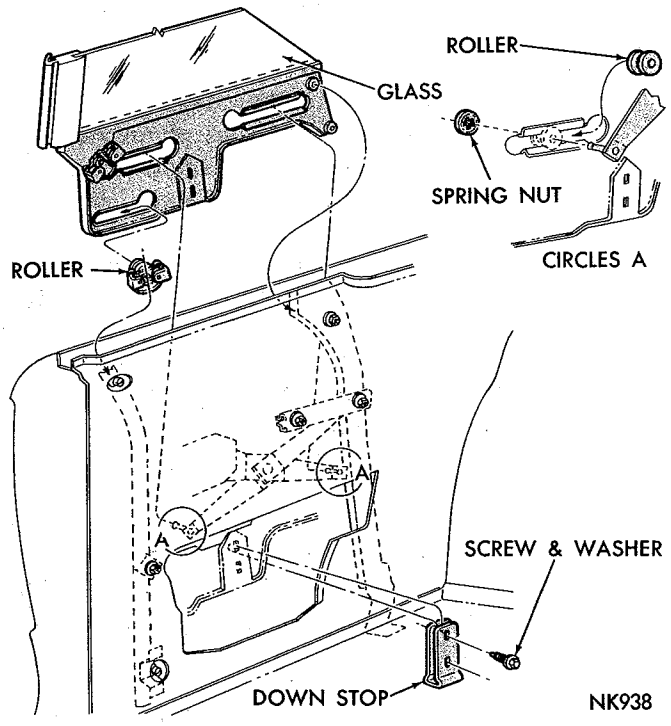

**Fig. 134—Quarter Window Replacement—Convertible**
(1) Remove spring nuts from regulator arm studs (Fig. 134) and remove the studs from rollers.
(2) Remove rollers from glass lower frame slots.
(3) Raise glass and lower frame assembly out of quarter panel.
(4) Inspect regulator arm stud rollers, and glass track rollers for damage or excessive wear.